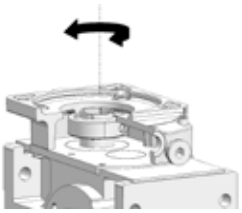

图2
- 减速机竖直摆放，安装法兰朝上（见图2）；
- 转动夹紧套，使紧固螺钉对准减速机法兰上的孔（先拿掉堵塞，见图2）；